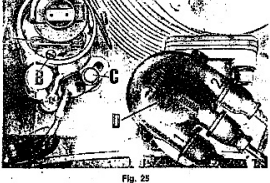

Fig. 25
**Distributeur d'allumage** (voir fig. 25)
Si les contacts s'ouvrent avant ou après le moment voulu, il faut desserrer le boulon (C) de la fig. 25, cul-bloque le distributeur d'allumage, ensuite le faire tourner vers la droite ou vers la gauche afin que les contacts commencent à s'ouvrir exactement au moment voulu.
Se rappeler que la numérotation du raccordement des cylindres est indiquée sur la culotte du distributeur de la façon suivante: n. 1, cylindre droite; n. 2, cylindre de gauche; Bobine (voir fig. 25 - lettre D).